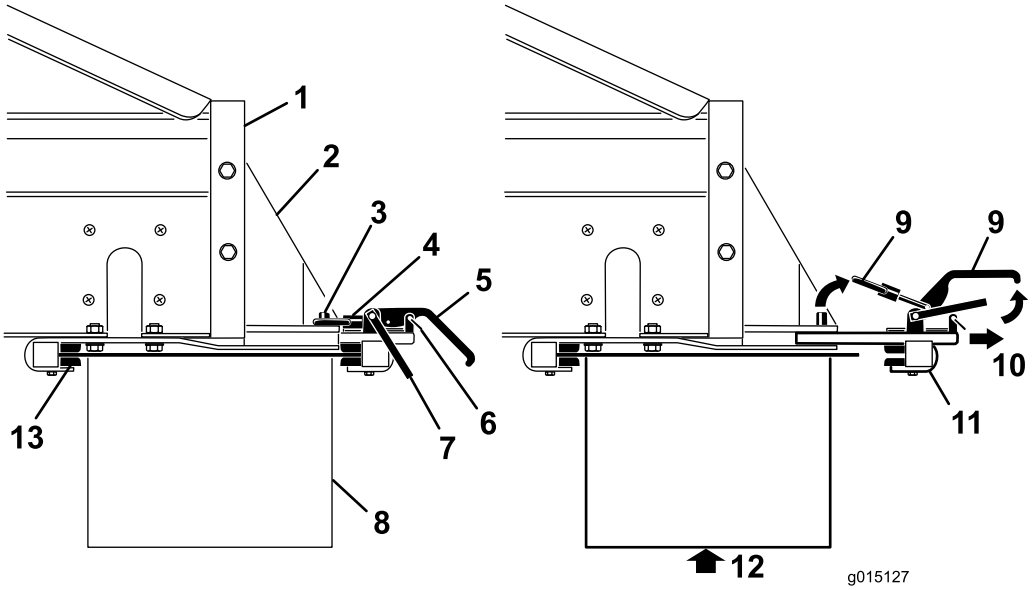

Figur 29
1. Fjern sikkerhetslåsklipsene fra klemmehåndtakene (Figur 29).
2. Løft sikkerhetslåsen, løft deretter klemmehåndtakene for ekstrautstyret, og frigjør låseringene fra låsestiftene (Figur 29).
3. Skyv bakre klemme for tilleggsutstyr ut av hurtigfestesporene (Figur 29).
4. Med hjelp fra en annen person, før inn fremre kant av dobbeltspinneren opp og under bak på MH-400 inn i frontklemmene på brakettene (Figur 29).
5. Samtidig som du støtter dobbeltspinneren, skyv bakre klemme for tilleggsutstyr tilbake inn i sporene på brakettene og over bakre kant (Figur 29).
7. Reinstaller sikkerhetslåsklipsene på klemmehåndtakene (Figur 29).